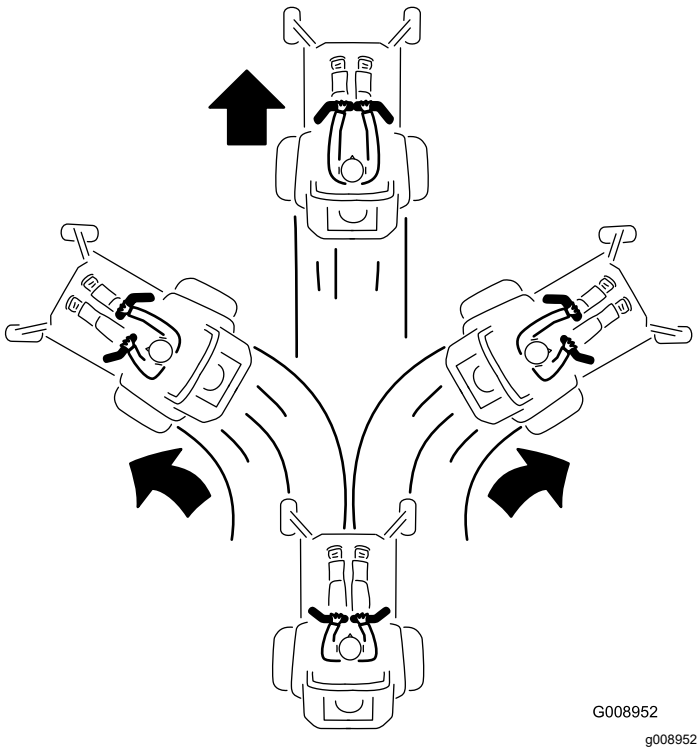

Figur 34
3. Kör framåt genom att försiktigt föra rörelsereglagespakarna framåt (Figur 34).